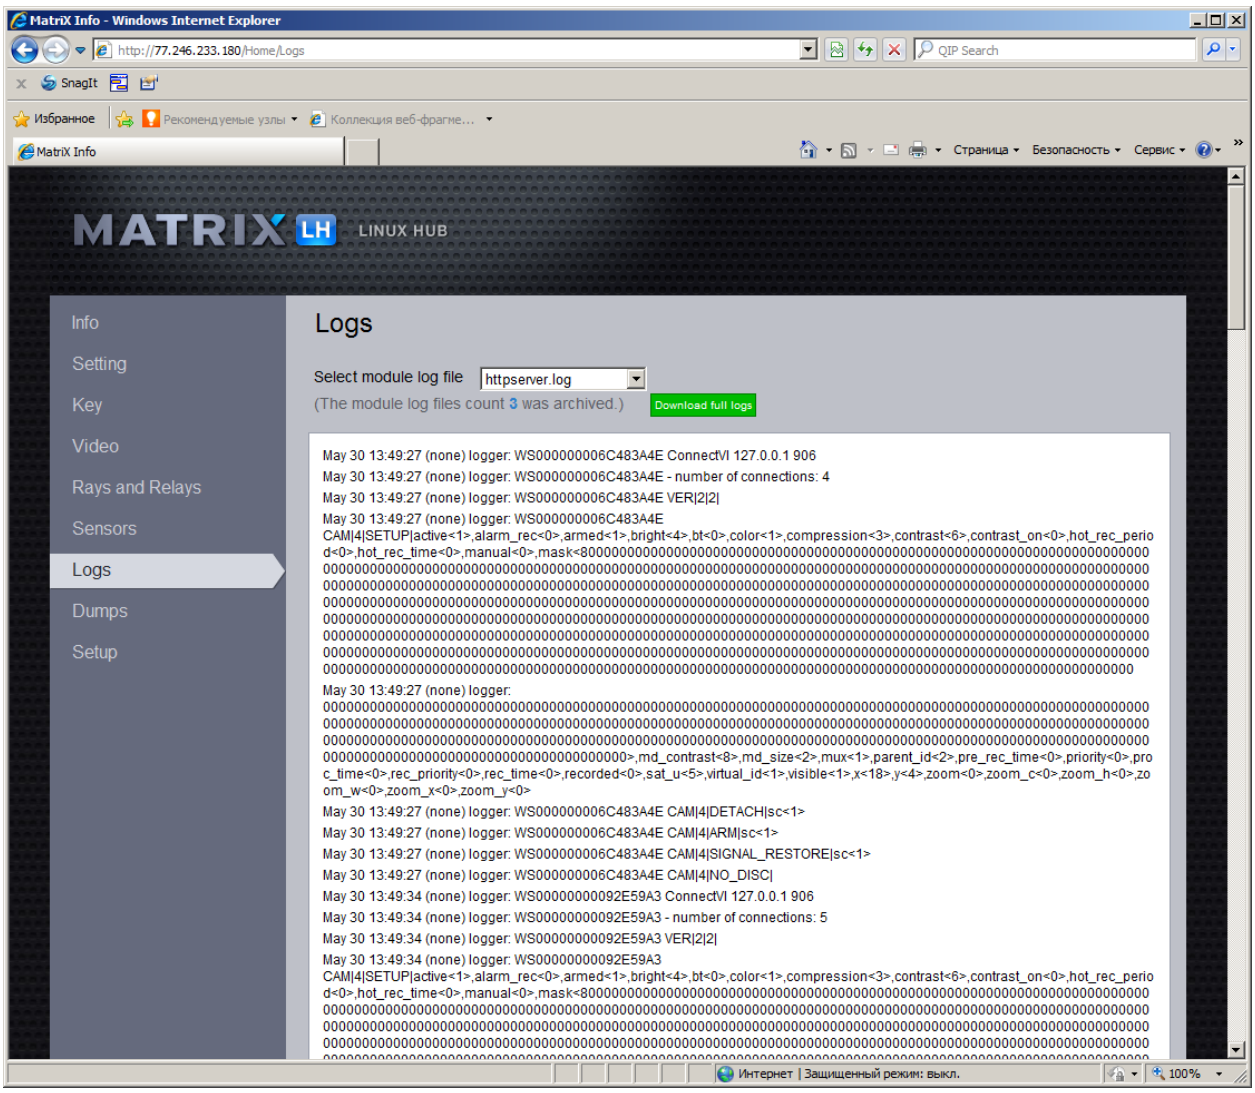

Figure 7.3—10 Viewing the LS (LH) logs
Logs of the LS (LH) are viewed in the **Logs** tab (Figure 7.3—10).